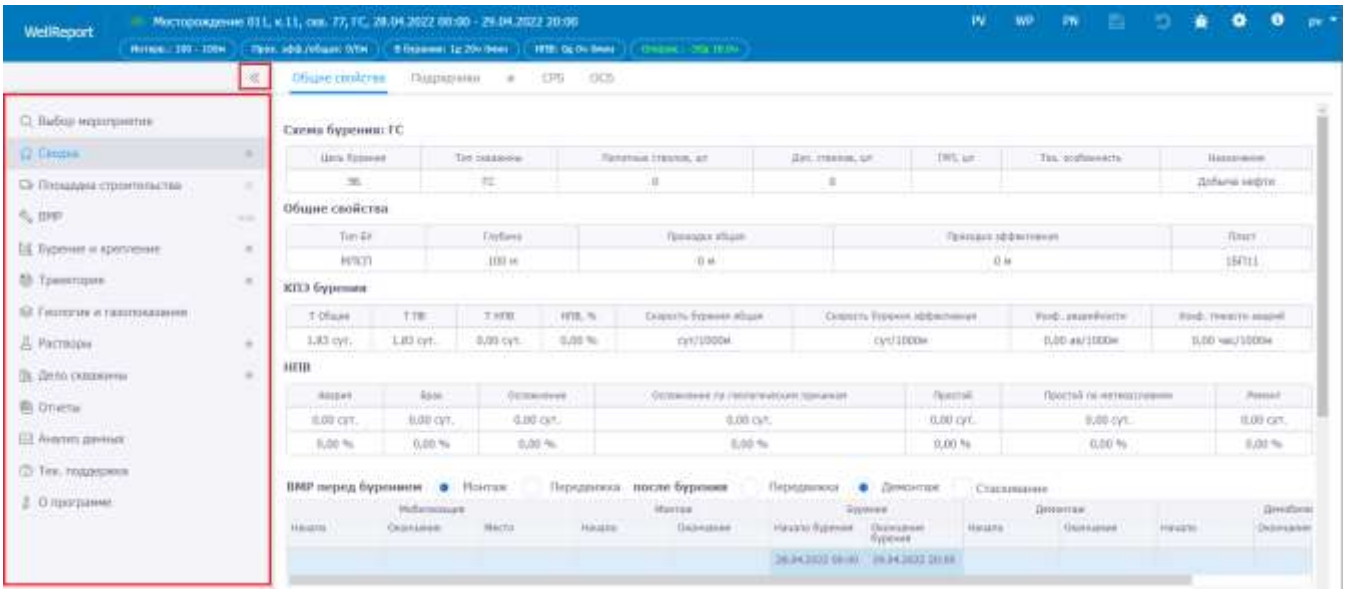
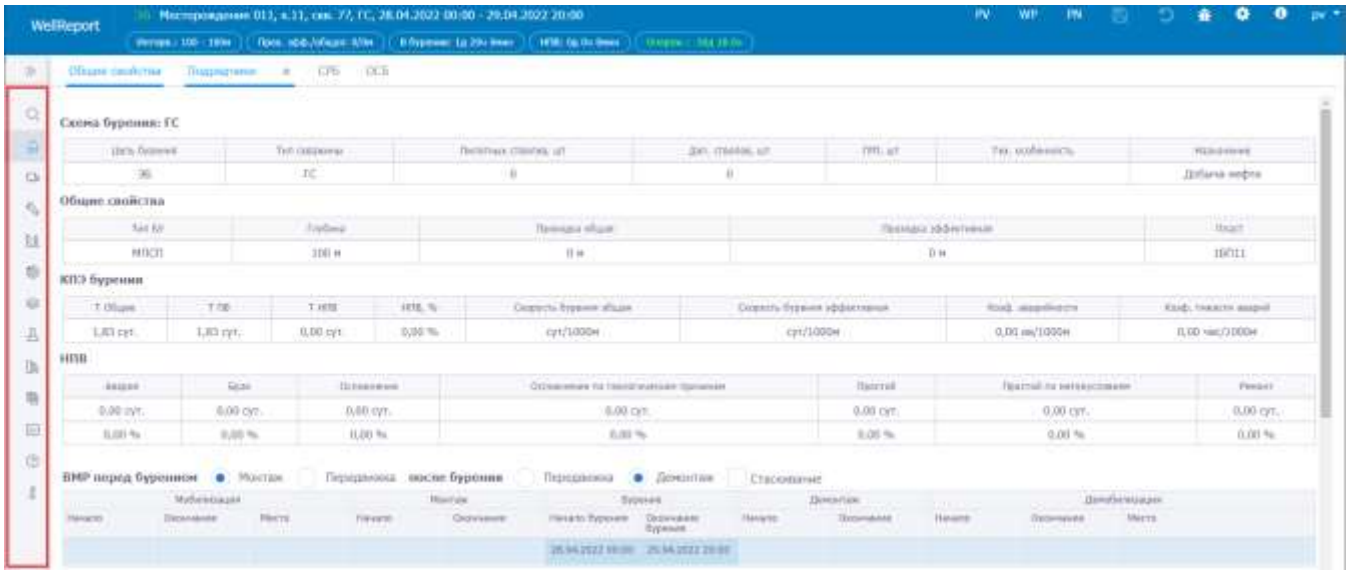

Рис. 2.9
Рис. 2.10
2. ПАНЕЛЬ РАЗДЕЛОВ - содержит вкладки разделов, управляющих работой программы. Щелчок мыши по названию раздела осуществляет переход в его рабочую область. Полный список разделов становится доступен после выбора мероприятия (рис. 2.9). Краткое описание назначения разделов, используемых при работе с программой «WellReport», представлено в таблице 2.1. Список разделов можно свернуть, нажав сбоку на кнопку «. В данном случае рабочая область программы имеет следующий вид (рис. 2.10).